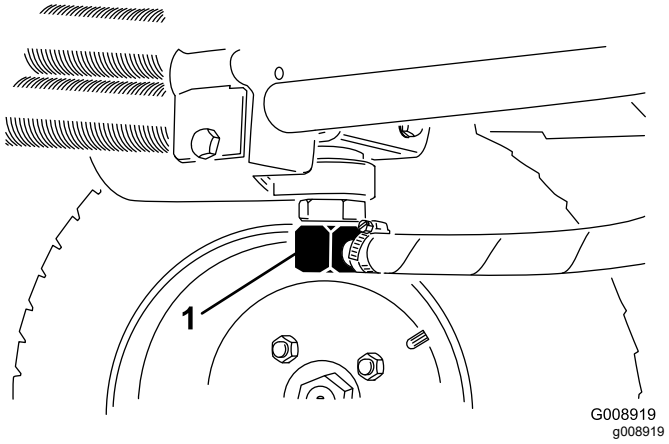
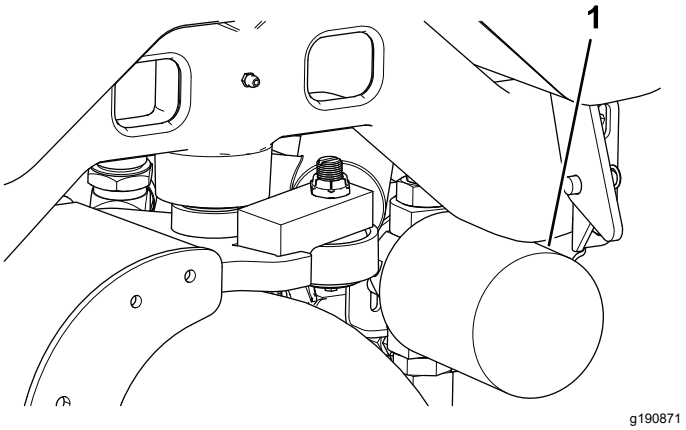

Figuur 75
Figuur 76
3. Maak de hydraulische leiding (Figuur 75) los of verwijder het hydraulische filter (Figuur 76) en laat de hydraulische vloeistof in een opvangbak lopen.
4. Plaats een opvangbak onder het filter (Figuur 76) en verwijder het filter.